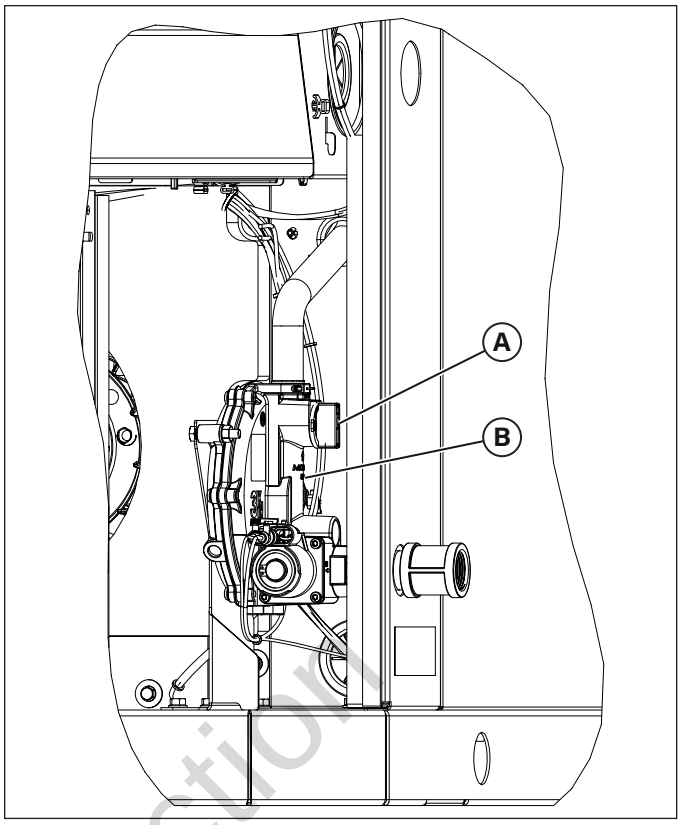

Figure 10
8. Repérer le sélecteur de carburant (**A**) au sommet du régulateur de carburant (**B**). Voir la Figure 10.